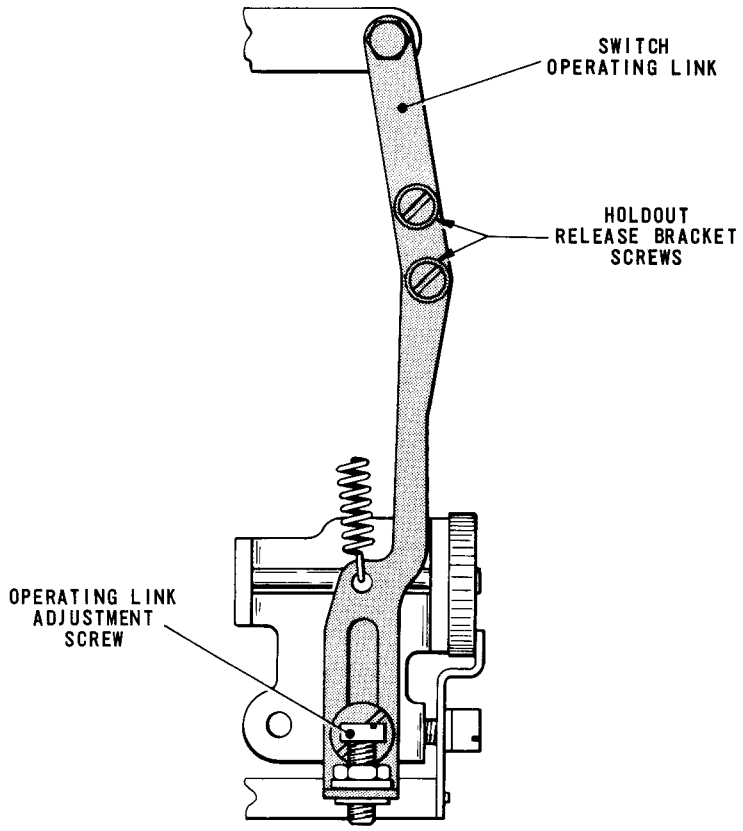

Fig. 4.71 STARTER SWITCH TIMING MECHANISM
89.1 Check that the holdout release bracket on the switch operating link, Fig.4.71, is in the correct position for the operating speed of the machine, i.e. fully raised for 50 baud or fully lowered for 75 baud operation.
89.4 If this is not so, slacken the locknut of the operating link adjustment screw, Fig. 4.71, and adjust the screw until the required condition is satisfied. Tighten the adjustment screw locknut.